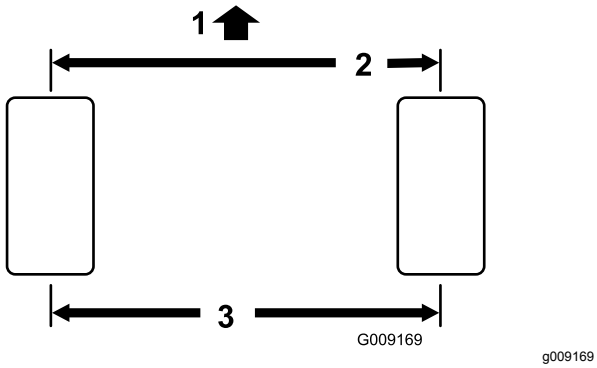

Figur 76
1. Mål avstanden fra midten til midten (i akselhøyde) foran og bak på styredekkene. Målingen foran må være 3 mm kortere enn målingen bak (Figur 76).